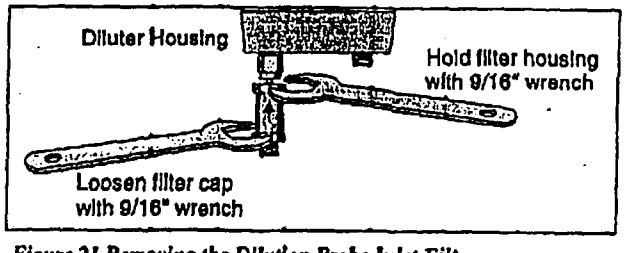

Figure 21 Removing the Dilution Probe Inlet Filter
2. Hold the filter housing near the housing with a 9/16" wrench. See Figure 21.